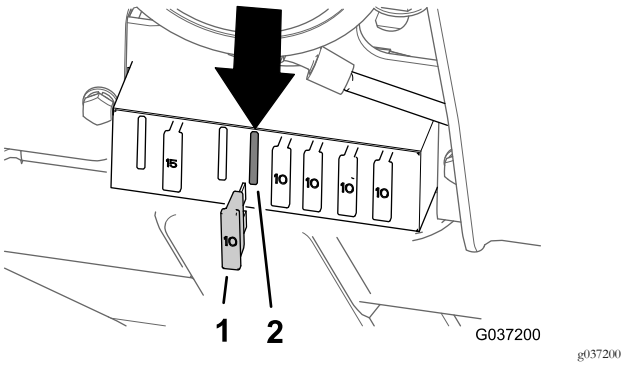

Figure 37
- Modèle 30651 – 4ème position de fusible à partir de la gauche (Figure 37)